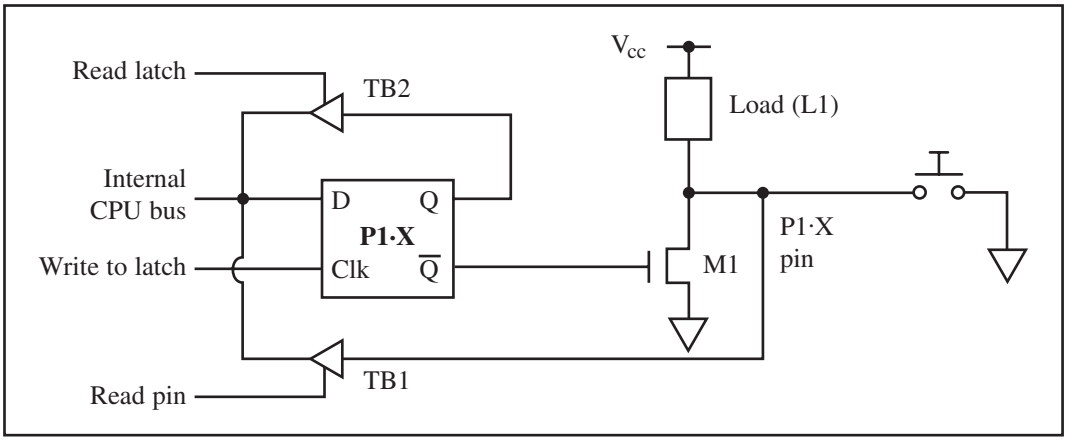

Figure 15. Input Switch with No V_{cc}
2. The second method is to use a switch with a ground only, and no V_{cc}, as shown in Figure 15. In this method, we read a low when the switch is pressed and a high when it is released.